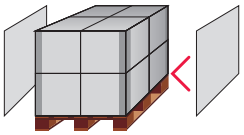

rys. 7
- Poszczególne warstwy transportowanego asortymentu powinny być oddzielone od siebie tekturowymi przekładkami **(rys. 7)**, tekturą falistą itp.